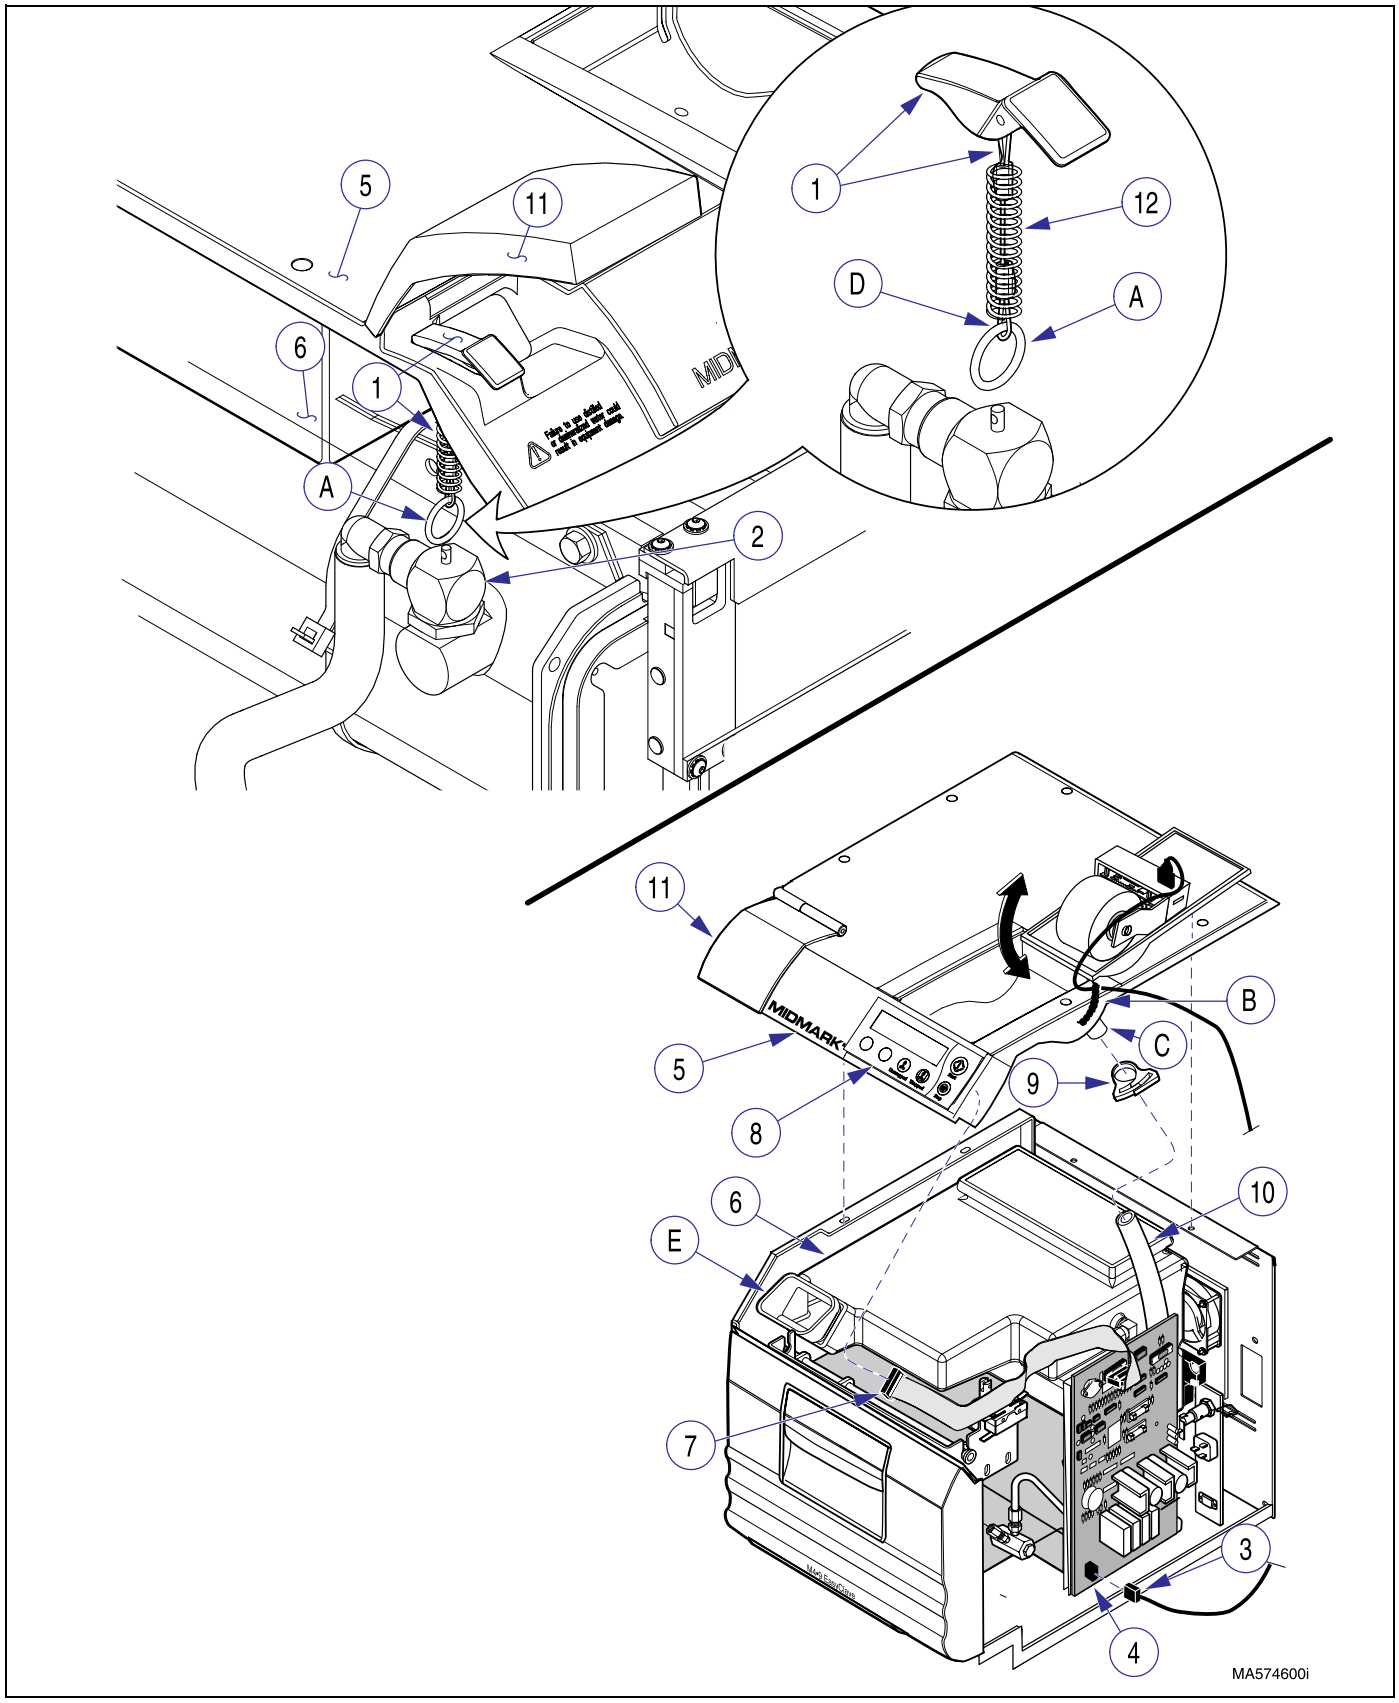

Figure 4-2. Top Cover
(1) Remove side and back panels (Refer to para 4.2).
(2) Disconnect key ring (A, Figure 4-2) of lanyard assembly (1) from pressure relief valve (2).
(3) If unit has a printer assembly, disconnect printer cable (3) from connector J8 (4) on main control PC board (4). Pull printer cable (3) up thru wire slot (B) and remove printer assembly from top cover (5).
(1) If removed, install display PCB on top cover (Refer to para 4.4).
(2) If removed, insert lanyard assembly (1, Figure 4-2) thru top cover (5). Install compression spring (12) on lanyard (1) and secure with key ring (A).
(3) If removed, connect printer drain tube (10) to drain stem (C) and secure with nylon clamp (9).
(4) Place a bead of clear RTV sealant (732) at mating point (E) of top cover (5) and reservoir assembly (6).
(5) Connect ribbon connector (7) to connector on membrane board (8) and then position top cover (5) on unit.
(6) If unit has a printer assembly, install printer on top cover (5). Run printer cable (3) down thru wire slot (B) and then connect to connector J8 (4) on main control PC board.